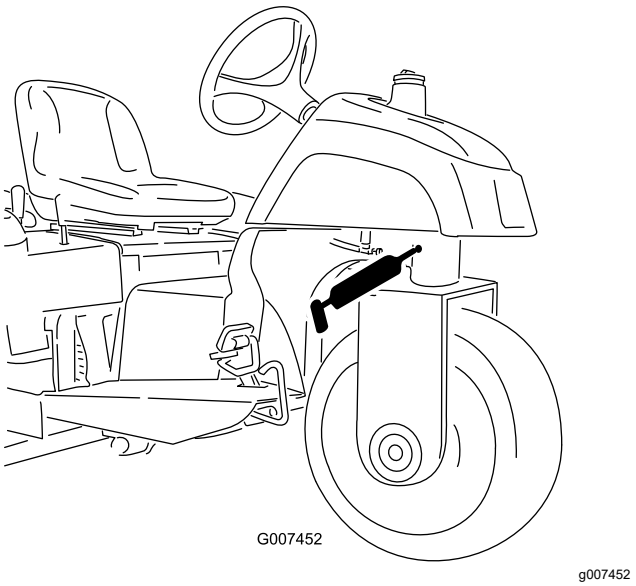

Figuur 22
- 1 lager van fusee (Figuur 22).